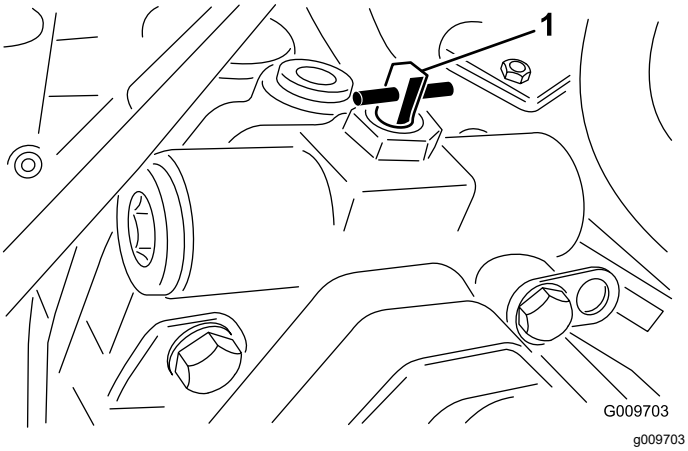

Figura 77
3. Rode a válvula de derivação 90° (1/4 de volta) em qualquer direção, para permitir a passagem interna do fluido (Figura 77).
2. Rode a válvula de derivação 90° (1/4 de volta) em qualquer direção, para permitir a passagem interna do fluido (Figura 77).